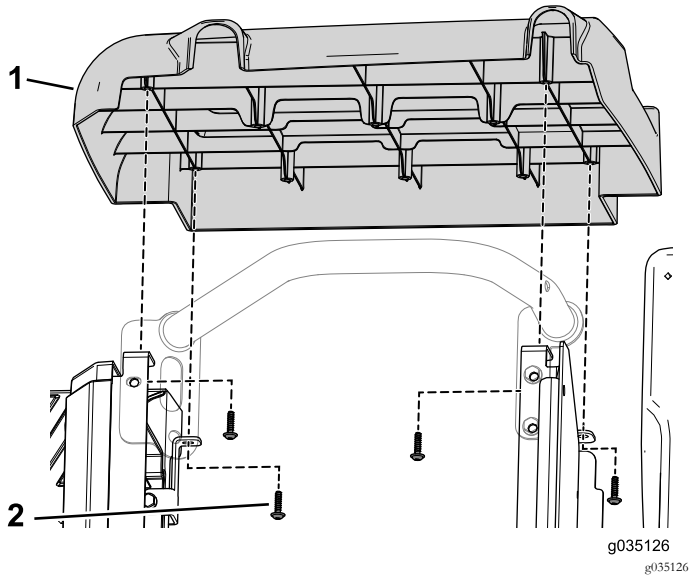

Figura 54
3. Retire los 4 tornillos autorroscantes que sujetan la cubierta del lado derecho a la máquina (Figura 54).